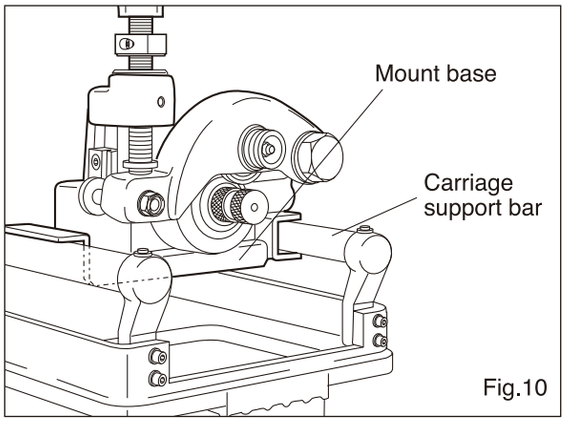

Fig.10
3) Place the mount base on the carriage support bar, and tightly grasp the connecting shaft with the front chuck. (See Fig. 10)